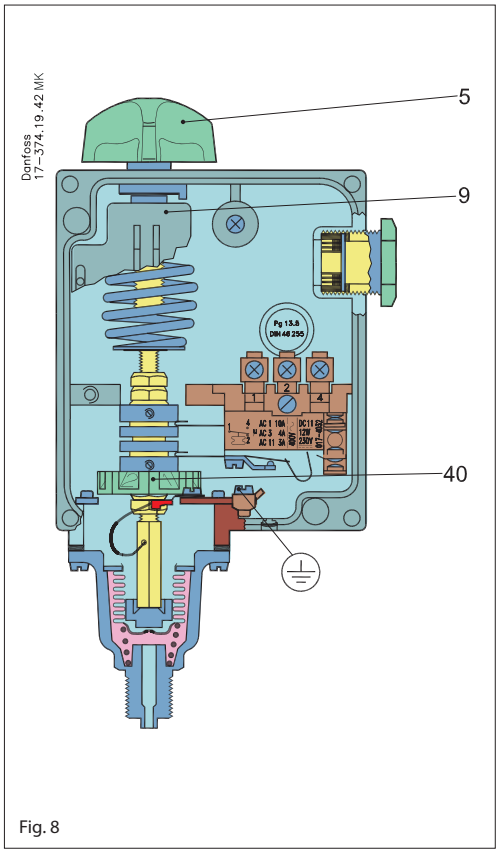
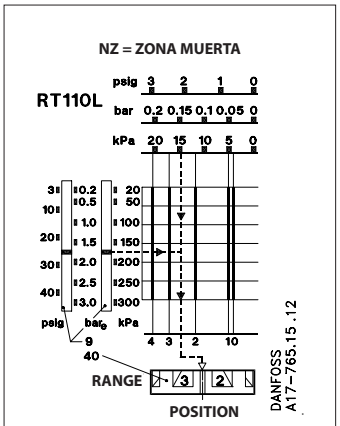

Fig. 8
Fig. 13
Es el intervalo en la variable controlada donde no se produce repuesta del elemento de corrección. Véase fig. 13.
El rango se ajusta utilizando el mando de ajuste (5) fig. 8, al mismo tiempo que se observa la escala principal (9). La presión ajustada es la presión de apertura de los contactos 1-4 (véase fig. 13).
La zona neutra requerida puede encontrarse en el diagrama de la unidad. La posición en la cual el disco de zona neutra (40) debe ser ajustado puede ser leída en la escala inferior del diagrama. El funcionamiento puede verse en la fig. 13.
El RT 200L debe ser ajustado mediante la utilización del mando ajuste (5) fig. 8, en 3,5 bar (35 m de agua) menos el diferencial fijo de 0,2 bar.
La zona neutra, 35-32 = 3 m de agua, que corresponde a 0,3 bar, debe ser ajustada en el disco de zona neutra (40) fig. 8, pág. 9. De acuerdo con el diagrama de la figura 10, el disco se ajusta en 1 o un poco más. Un ajuste más preciso puede obtenerse utilizando el equipo de prueba ilustrado en la fig. 14.